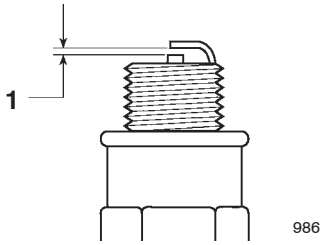

Figure 16
5. Set the gap on the new plug to 0.020 in. (0.50 mm) (Fig. 16).